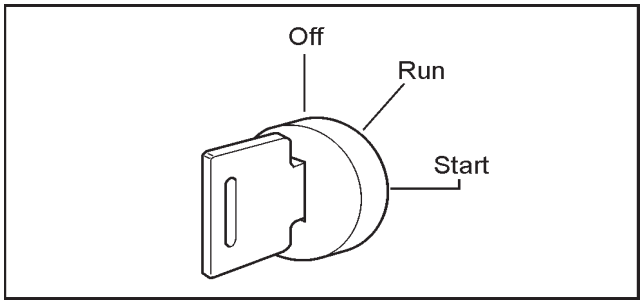

Figure 3-5. Ignition Switch.
1. Place the gearshift in the neutral (N) position.
4. Turn the key to the “START” position. (See Figure 3-5).